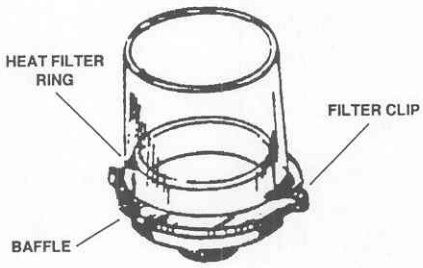

Figure 3-28. Heat filter.
g. Remove the two Phillips screws to release the two retaining clips fastening the heat filter (blue-green glass cylinder) to the baffle assembly. Refer to figure 3-28.